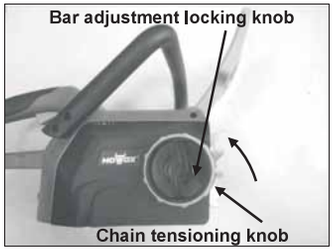

Fig.18
8.4 REPLACING THE GUIDE BAR AND SAW CHAIN (FIG.18)